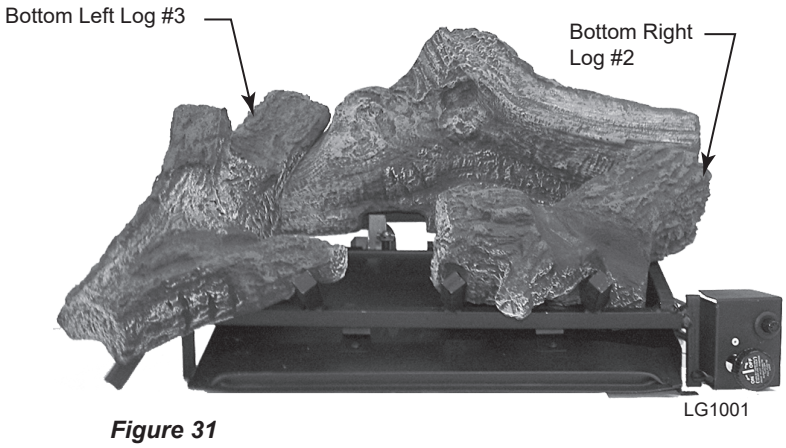

Figure 31
2. Placed bottom right log (#2) on right side of grate. *Figure 31*
3. Place bottom left log (#3) on left side of grate. *Figure 31*